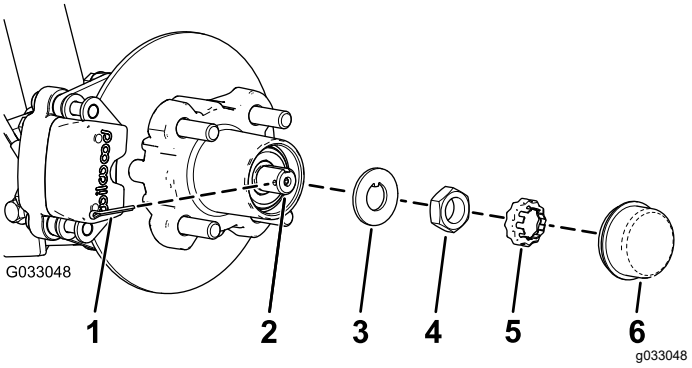
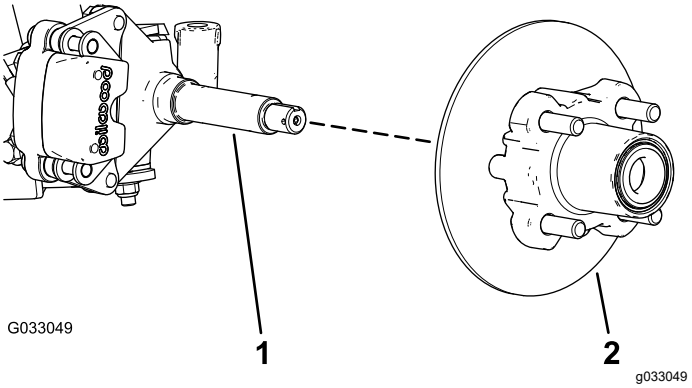

Figuur 27
Figuur 28
4. Verwijder de stofkap van de naaf (Figuur 27).
5. Verwijder de borgpen en de moerzekering van de as en de asmoer (Figuur 27).
6. Verwijder de asmoer van de as, en verwijder de naaf en de rotor van de as (Figuur 27 en Figuur 28).